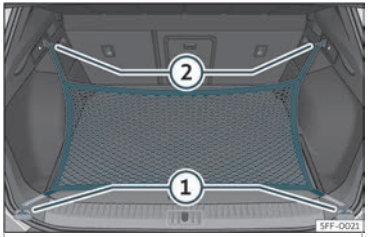

Abb. 117 Im Gepäckraum: Ösen ① und Haken ② zum Einhängen des Gepäckraumnetzes.
- Hängen Sie die kurzen Haken des Netzes in die Verzurrösen ›› **Abb. 117** ① ›› ⚠ ein. Der Reißverschluss des Gepäckraumnetzes muss dabei nach oben zeigen.
- Befestigen Sie die Spanngurte in den Taschenhaken ②.